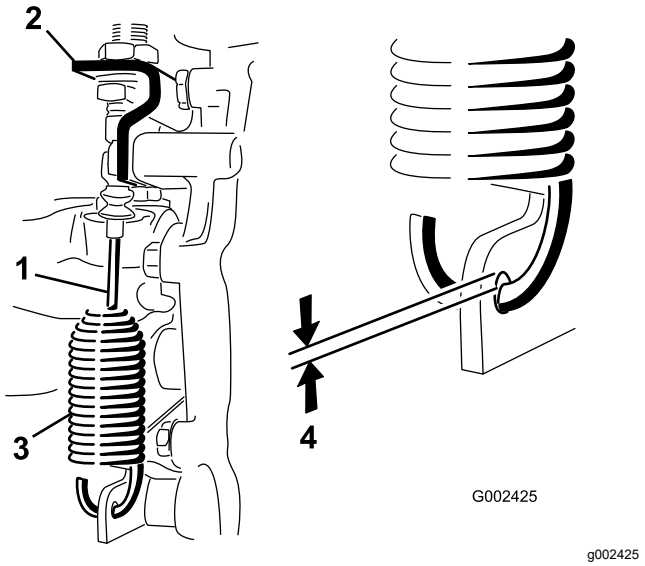

Figura 50
2. Afloje las contratuercas que sujetan el cable de bloqueo del diferencial al soporte del transeje (Figura 50).